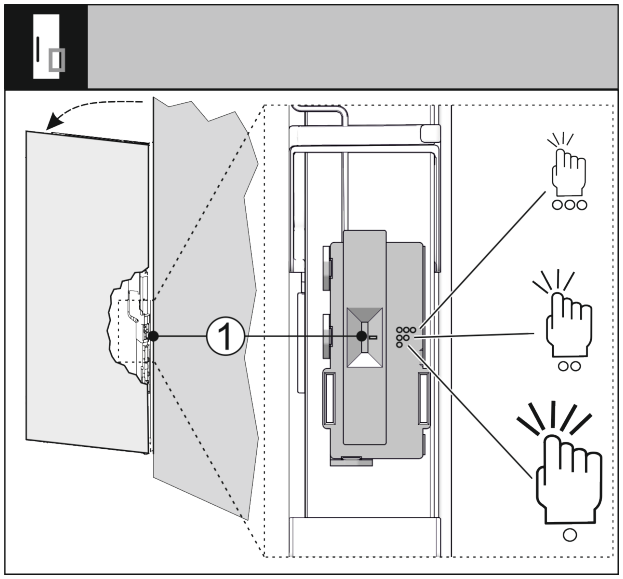

Fig. 101
U kunt de gevoeligheid van de klopsensor via een schakelaar *Fig. 101 (1)* instellen. De schakelaar zit aan de scharnierzijde op het onderste derde deel van de deur.
▶ Schuif de schakelaar *Fig. 101 (1)* naar de gewenste schakelaarstand.